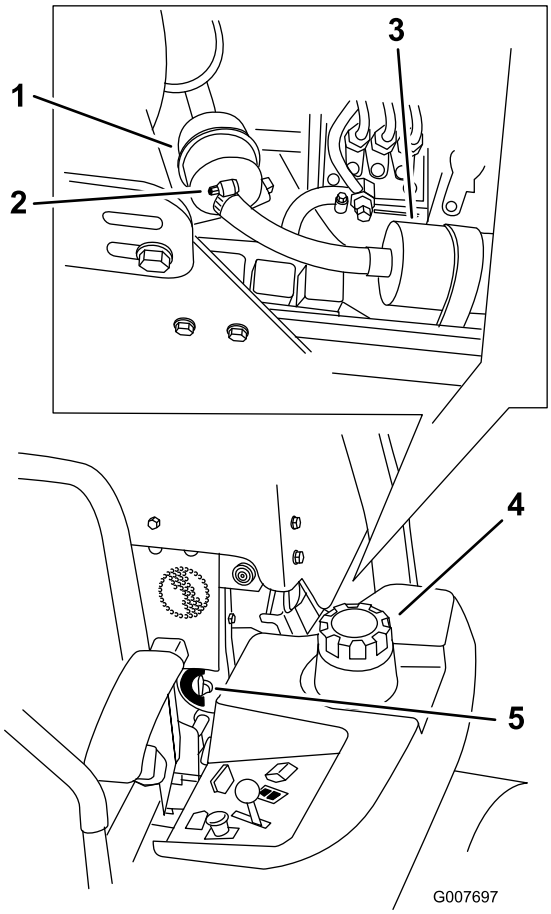

**Figur 55**
4. Stäng bränslekranen (Figur 55).
5. Lossa de två slangklämmorna och koppla loss bränsleslangarna från bränslefiltret (Figur 55).
6. Montera ett nytt filter. Koppla bränsleslangarna till bränslefiltret och montera slangklämmorna (Figur 55).